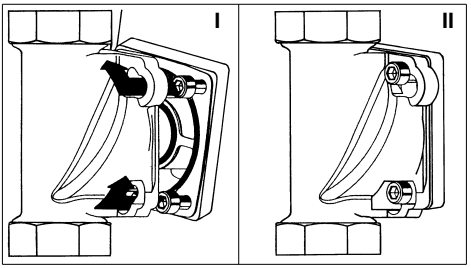

Abb. 7: Einbaudrehflansch mit Bajonett
– An den Einbaudrehflansch so ansetzen, dass die Schraubenköpfe durch die Bajonettbohrungen hindurchgehen (siehe Abb. 7 I).
– Die vier Zylinderschrauben M6x130 fest anziehen (siehe Abb. 7 II).
– Die Enthärtungsanlage so an den mit „G“ gekennzeichneten Flansch des Umgehungsventils ansetzen, dass die Schraubenköpfe durch die Bajonettbohrungen hindurchgehen (siehe Abb. 7 I).